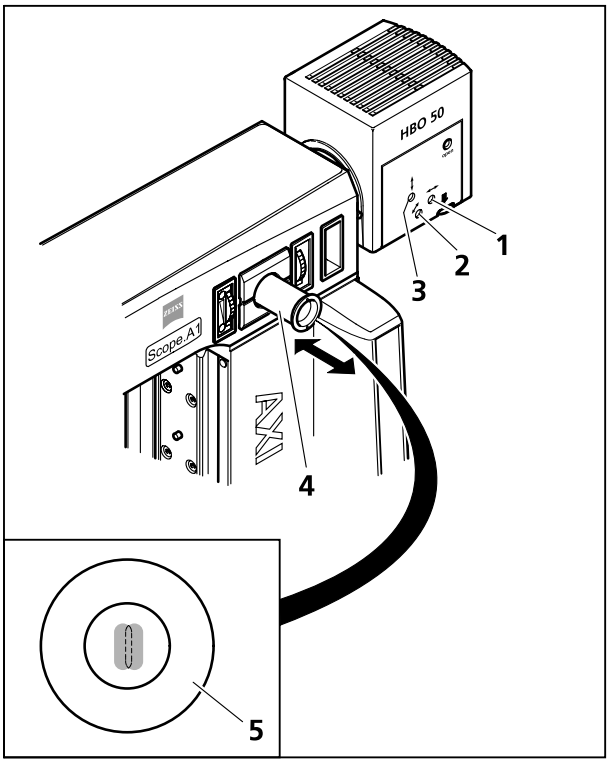

Bild 3-34 HBO 50 justieren
- Justierhilfe (Bild 3-34/**4**) herausziehen. Im Sichtfenster (Bild 3-34/**5**) der Justierhilfe werden der Lichtbogen des Brenners (heller) und dessen Spiegelbild (geringfügig dunkler) abgebildet.
- Mit Justierschraube (Bild 3-34/**1**) den Brenner in axialer Richtung zum Spiegel so einstellen, dass beide Lichtbögen im Sichtfenster der Justierhilfe gleich groß erscheinen (siehe Bild 3-34/**5**).
- Mit den Justierschrauben für die Höhen- (Bild 3-34/**3**) bzw. die Seitenverstellung (Bild 3-34/**2**) Lichtbogen und Spiegelbild zentrisch, parallel nebeneinander im Justierkreis des Sichtfensters positionieren (Bild 3-34/**5**). Lichtbogen und Spiegelbild sollten nicht übereinander liegen.